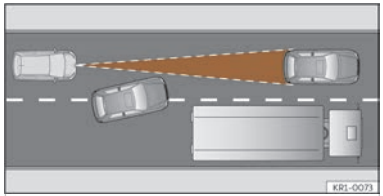

Fig. 122 Vehicle changing lanes.
- Vehicles that move into your lane, a short distance from your vehicle ››› **Fig. 122**.